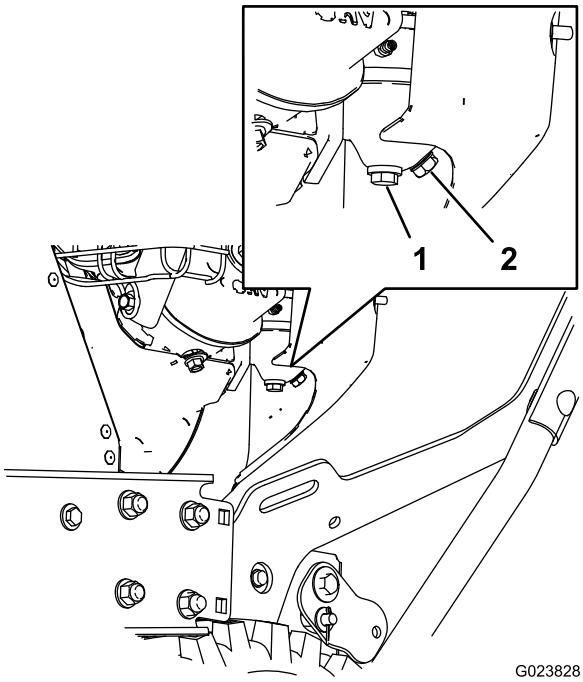

Figura 28
1. Individuate il bullone di spurgo situato sul foro laterale della vaschetta del carburatore (Figura 28).